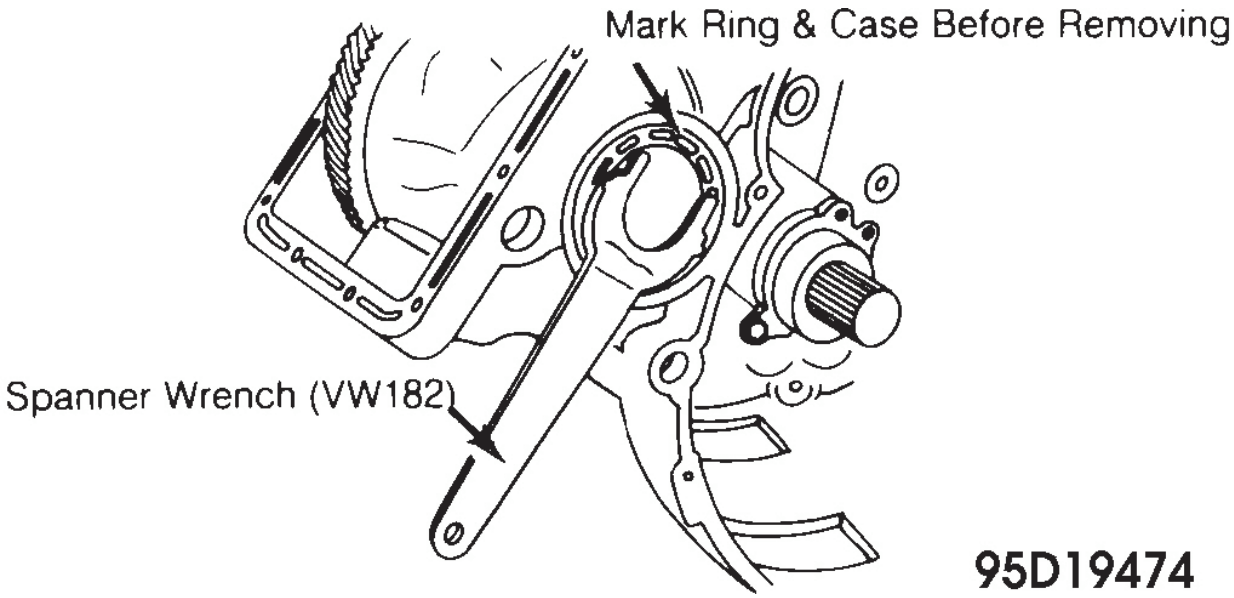
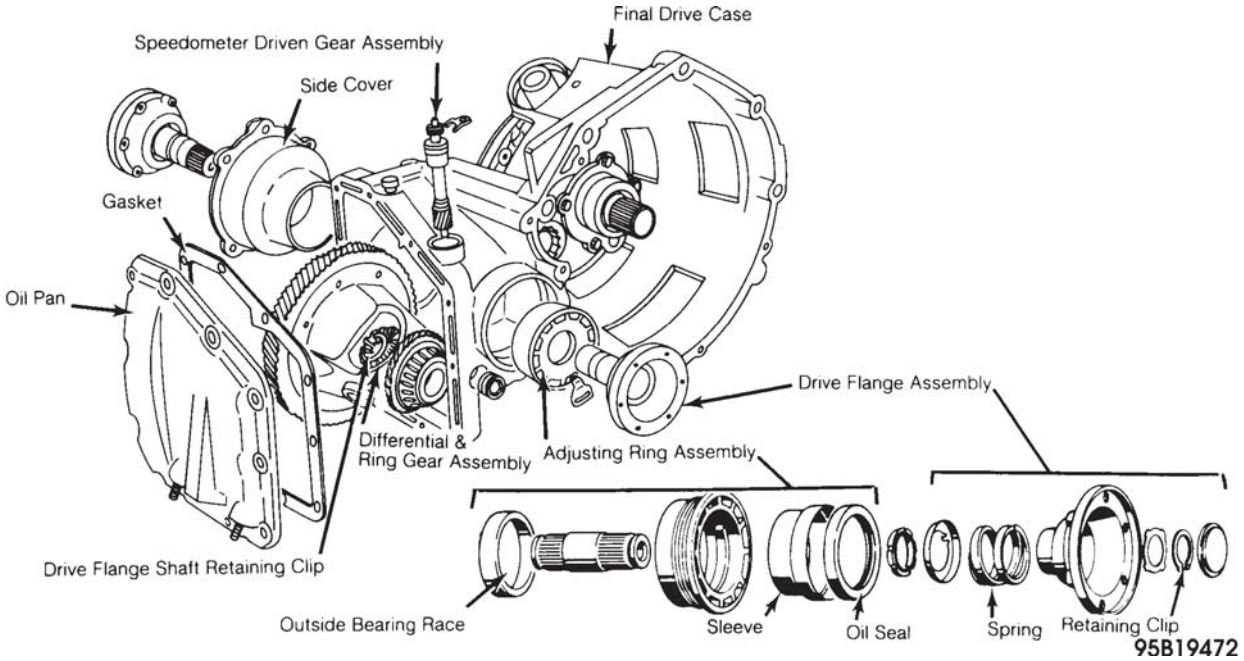

Fig. 28: Removing Differential Side Bearing Adjusting Ring
Fig. 29: Exploded View Of Differential & Related Parts In Final Drive Case
4. Remove lock clip from adjusting ring. Using spanner wrench (VW 182), screw ring out of case. See **Fig. 28**. On opposite side of case, remove nuts and withdraw the other differential side bearing retainer (cover). Grasp differential and ring gear assembly and remove from final drive case. See **Fig. 29**.